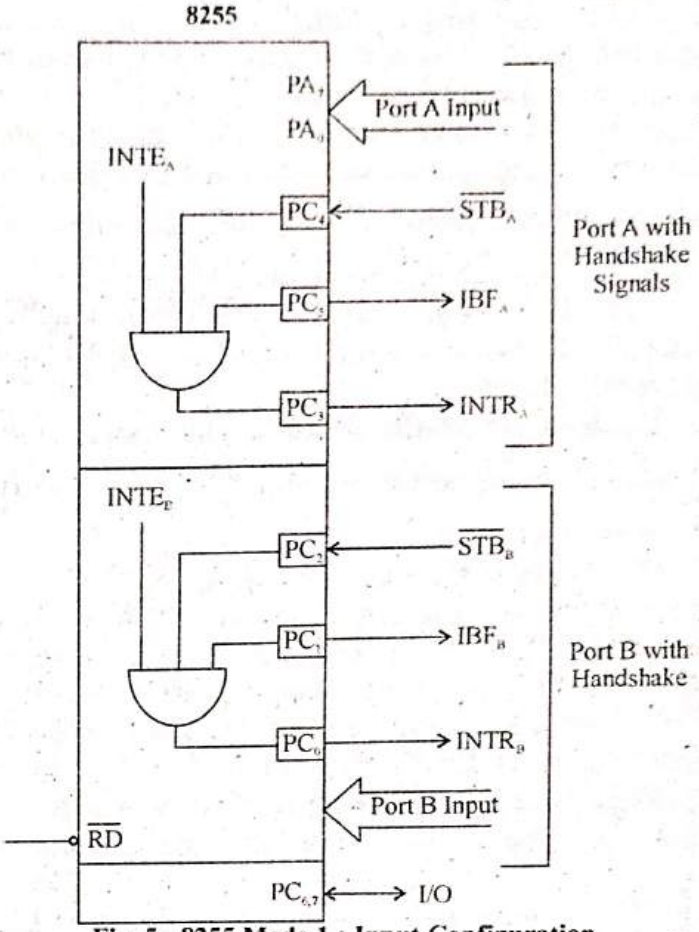

Fig. 5 : 8255 Mode 1 : Input Configuration
(A) Mode-1 (Input Control Signal) : When port A and B are configured as input port, the associated control signals used for handshaking are shown in fig.5.